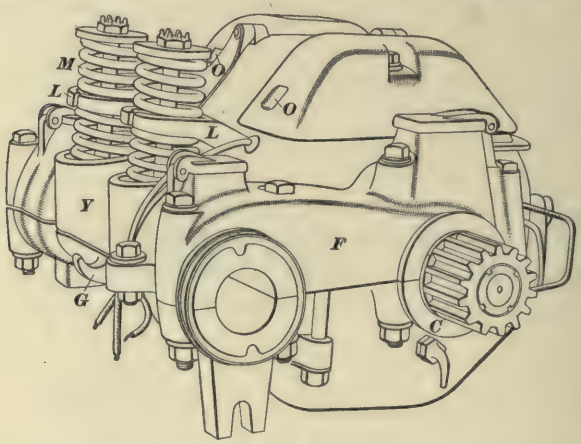
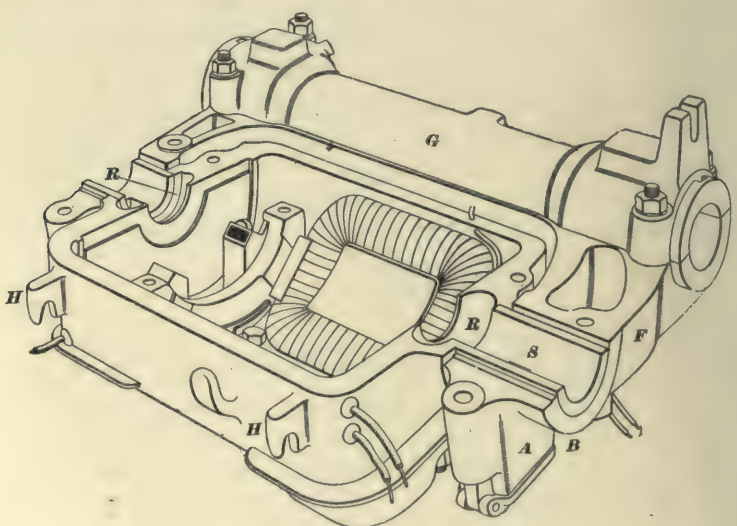
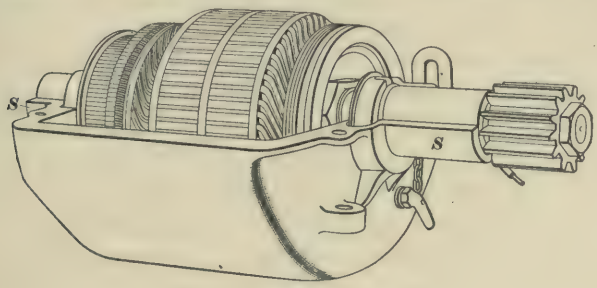

FIG. 1.
FIG. 2.
FIG. 3.
**2.** The Walker 30-horsepower motor is shown in Figs. 1, 2, and 3, where the motor is shown both closed and open. The general shape of the motor, as seen in Fig. 1, is six-sided.
**3. Frame.**—The frame of this motor is really in three parts: the top and bottom field shells and the yoke *F*, Figs. 1 and 2. The main-motor shell, as on all up-to-date motors,
gets its grease from grease cups that are on top. In Fig. 2, at *H*, *H*, are shown two lug hooks that serve two purposes:
**5.** One very unique feature about the Walker motor is the attempt made to ventilate the inside of the motor. The problem is to let the air into the motor and out of it without letting any water in. The problem has been solved by providing each of the two top motor covers with vent holes *O*, *O*, Fig. 1. The holes are really the mouths of tubular channels whose inside ends are several inches above the outside ends. This construction admits air without letting in water. In the lower shell, the openings *R*, *R*, Fig. 2, are cast, letting the air in and out; this opening, in conjunction with the grease collars on the armature shaft, prevents any oil or
**6.** In Figs. 1 and 2, *F* constitutes what is called the *suspension arm* more commonly known as the *motor frame* or *yoke*. This yoke is not on the same lines as the yoke of the Westinghouse No. 3 motor, because on that motor the armature is supported independently of the motor shells, and any wear in the hinges throws the shells out of center, and, in course of time, unless the wear is taken up, the pole pieces are down on the armature. In the case of the Walker motor yoke, all parts are practically hung together, so that there is no chance of the pole pieces being thrown out of center as a result of wear in the hinges. The yoke on the axle side is cored out its full length, but is machined only on the two ends, where it receives the axle bearings. The yoke acts as the top axle-bearing cap, and hangs over the axle. The lower caps are replaced by a cast-iron half sleeve *G*, Figs. 1 and 2, which runs the full length of the yoke and is machined on the ends for the axle bearings, the same as the yoke.
In looking at Fig. 2, the student is apt to be confused by the fact that, from the position of the cut, it might easily be taken to represent the bottom half of the motor. Of course, the brush holder is a constant reminder that the cut must represent the top half; besides this, the grease cup *A* is upside down and this is not a very natural position. Fig. 2 shows the top half turned over. On each end of the top and bottom halves of the motor shells, is cast a hub *S*, *S*, *S*, *S*, Figs. 2 and 3. The two halves of the shell are clamped together; the outside of these hubs is turned down to fit the machined hole formed by the coming together of the yoke bearing *B* and its lower cap *C*, Fig. 1. The inside of the hubs is bored to fit the outside of the armature-bearing sleeves. The whole construction, then, constitutes a bearing within a bearing; the motor shells, as a whole, turn in the yoke as much as springs *M*, Fig. 1, will allow, and the armature turns in its own bearings in the hubs. The yoke *F* is of cast iron and on some roads gives trouble by breaking.
**10. Bearings.**—The Walker axle bearings are iron sleeves, Babbitt lined, 8 inches long, and any diameter up to $4\frac{1}{2}$ inches; they are held in place by the sleeve *G*, Figs. 1 and 2, extending the full length of the yoke. The axle receives its lubrication from grease cups in the suspension yoke.
By looking carefully at Fig. 1, it can be seen that the motor shells are not rigidly fixed at any point. They are supported in two places as follows: (1) On the axle side, they are hung in between suspension springs *M*, *M* by means of lugs *L*, *L*, Fig. 1, cast as a part of the top shell. (2) The other point of support is the two hubs *S*, *S*, Fig. 3, which act as centers or bearings on which the two shells as a whole can turn in the frame *F*. The movement of the shell on these centers is limited by the amount the top and bottom suspension springs *M* can be compressed. The top spring limits the movement up and the bottom spring the movement down, the total movement, of course, being equal to the sum of the two. The motor being also supported by springs on the side opposite the axle, the same as in an ordinary nose suspension, there can be no reaction between the motor as a whole and the car axle, except through springs that cushion the effect of the blow. In the ordinary mode of suspension, one side of the motor is hung directly on the axle, without the intervention of any spring on that side; the axle therefore supports one-half the weight of the motor as a dead weight, and the whole structure gets a blow every time the car rolls over a frog crossing or a rough piece of track. This continual pounding is not only hard on the truck, track, and axle, but in course of time shakes the motor bolts loose and shakes the gear-case out of adjustment.